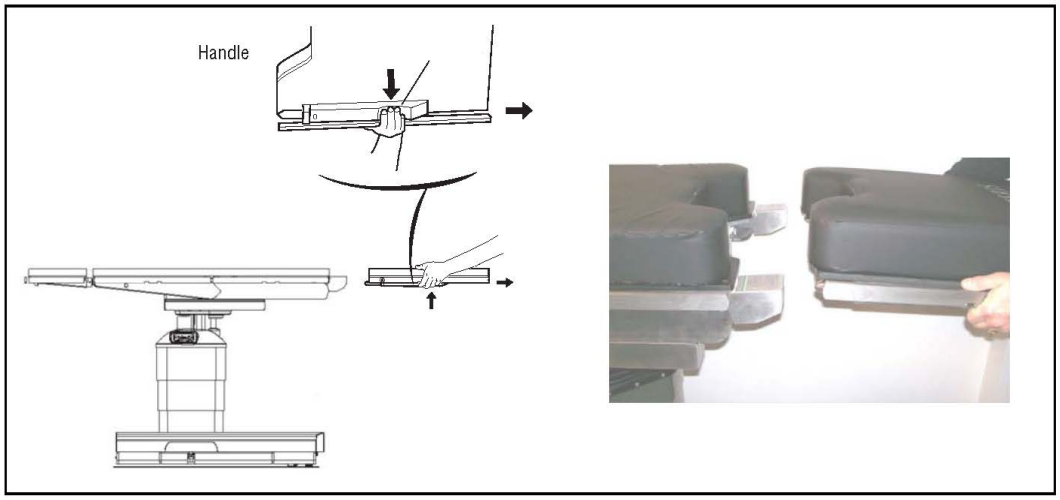

Figure 4-7. Leg Section Removal
2. **While holding leg frame, squeeze both handles and simultaneously pull backward (see *Figure 4-7*).**